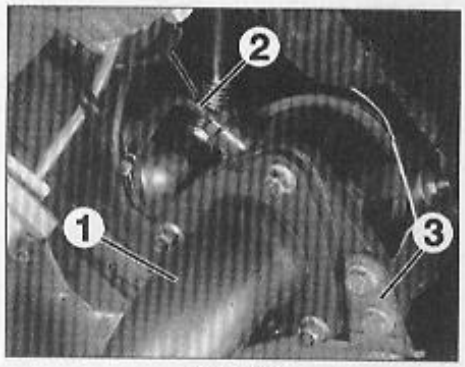

FIG. 37
- le tube intermédiaire d'échappement (1) (Fig.37).